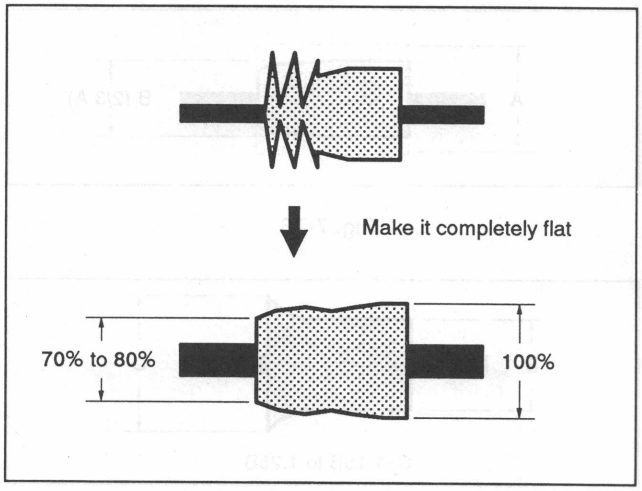

Fig. 7-69.
4) Slowly turn the No. 2 guide clockwise to make the entrance side waveform approximately flat. (Fig. 7-69.)